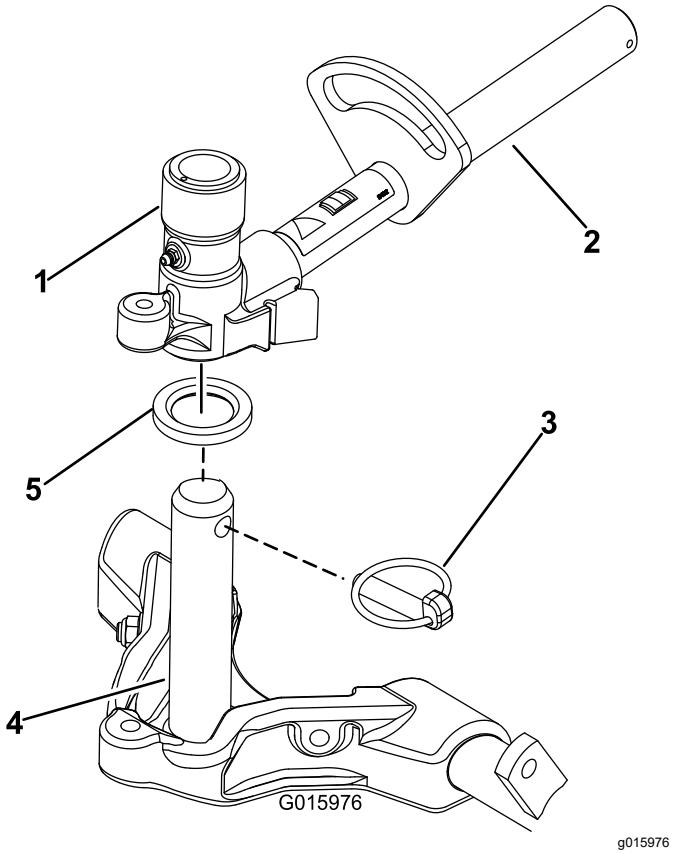

**Figur 16**
9. Dekk bærerammeakselen med rent smørefett (Figur 16).
10. For de fremre klippeenhetene skyver du en klippeenhet under løftearmen mens du fører akselen til bærerammen inn i løftearmens dreiegaffel (Figur 16). Sørg for at trykkskiven er på plass på bærerammeakselen.
11. Sikre bærerammen til løftearmens dreiegaffel med ringstiften (Figur 16).
B. Før inn løftearmens dreiegaffel i bærerammeakselen (Figur 16).